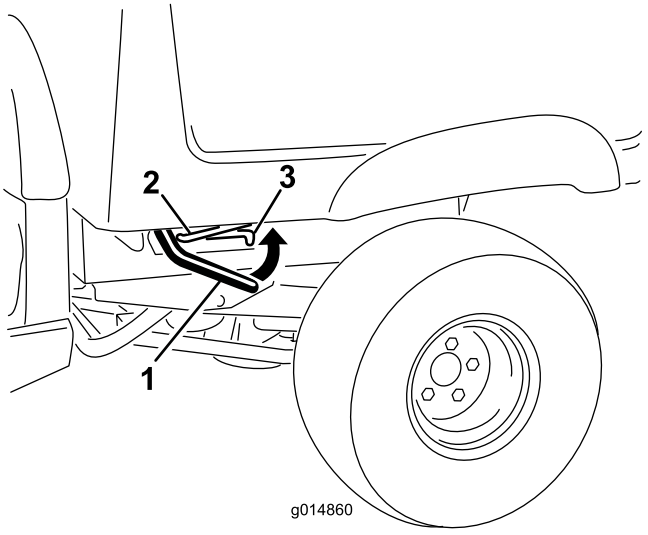

Figur 11
1. Løft grebet på hver side af ladet, og løft ladet op (Figur 11).
1. Hæv ladet en anelse ved at løfte låsegrebet op (Figur 11).
3. Sænk ladet, indtil det låses på plads (Figur 11).